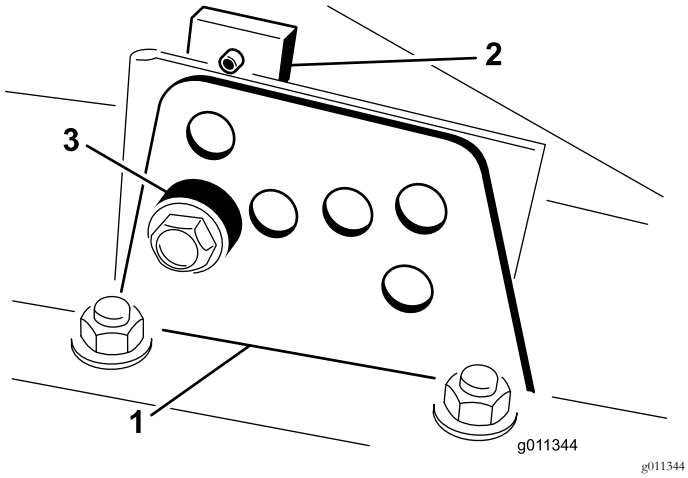

Figur 19
2. Lossa skruven som fäster klipphöjdsfästet på klipphöjdsplattan (längst fram och på vardera sida). Se Figur 19.
4. Ta bort distansbrickan samtidigt som du stöttar kammaren (Figur 19)